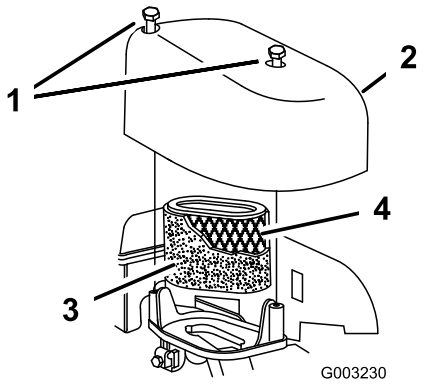

Figur 34
2. Lossa luftfilterskyddets skruvar (Figur 34).